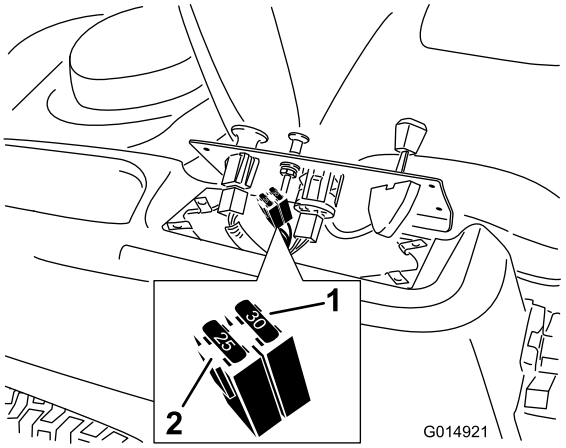

Figur 41
2. Løft kontrolpanelet op, så der opnås adgang til hovedledningsnettet og sikringsblokken (Figur 41).
3. En sikring udskiftes ved at trække den ud af sikringsdåsen (Figur 41).